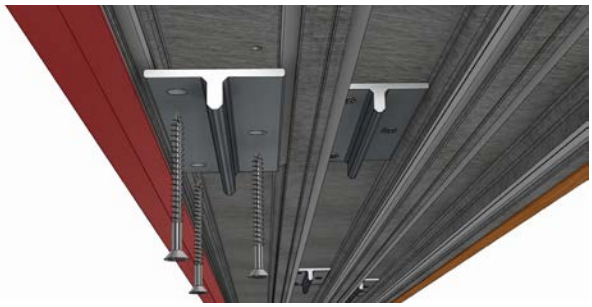

Fig 51
- Apply one Structural Brace per hole pattern using the #12 x 2 ½” screws. See Fig. 51